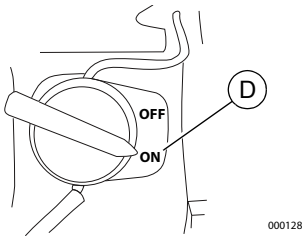

Figure 3-4.Engine Switch
5. See *Figure 3-4*. Turn engine switch (D) ON.